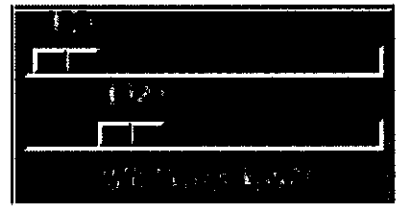

**Figure 2 Window (upper) and Level (lower) Sliders**
**Step 1.** Drag the upper slider of the Window & Level section in the Toolbox window (*Figure 2 Window (upper) and Level (lower) Sliders, page 3*) to the desired Window value.